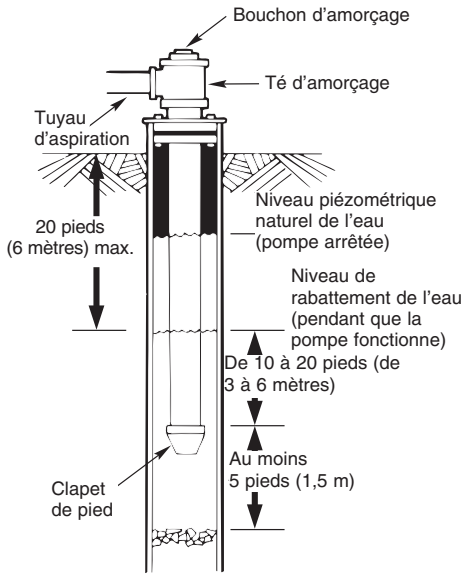

Figure 5 – Installation sur un puits tubé ou foré
5. Lorsque l'on utilise un clapet de pied, il est recommandé de poser un té et un bouchon d'amorçage, comme il est illustré à la Figure 5.